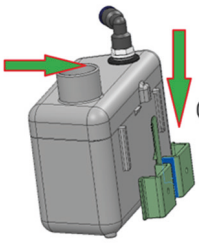

Fig. 2
- Inserire NUVOLA MINI nella staffa di supporto fino al "click" di sicurezza. **(Fig. 2)**